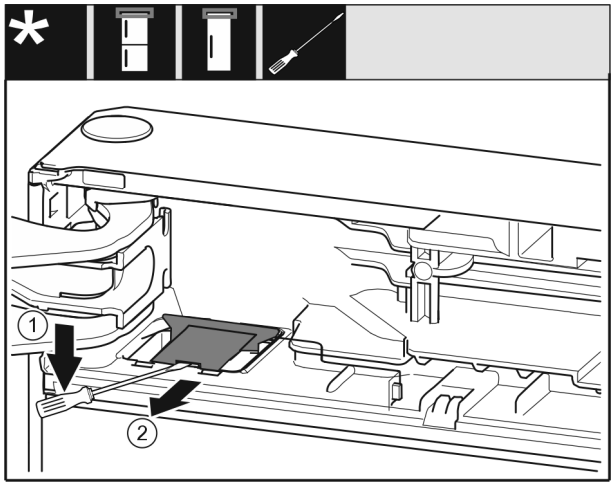

*Fig. 11*
▶ Met een platte schroevendraaier de afdekking *Fig. 11 (1)* losmaken.
▶ Afdekking *Fig. 11 (2)* eruit trekken.